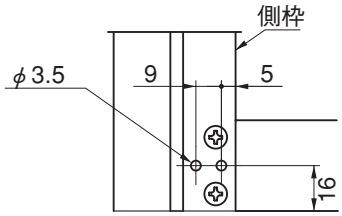

図7-4
❺端部カバー取付側の側枠下部にφ3.5の孔をあけてください。（図7-4参照）